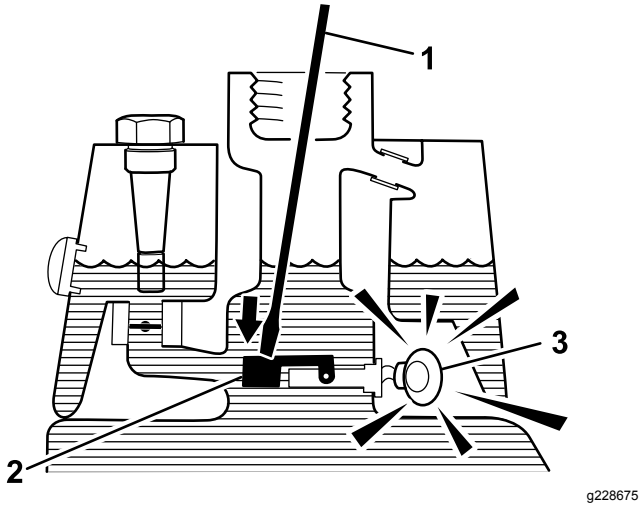

Figur 60
3. För in en ren pinne eller skruvmejsel i tankröret och tryck försiktigt nedåt på flottörströmbrytaren (Figur 60). Larmet ska ljuda efter tidsfördröjningen på en sekund.